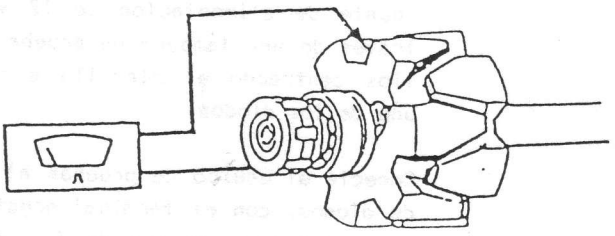

Fig. 10.47
2.- Compruebe el aislamiento del devanado del rotor, conectando un ohmetro entre uno de los anillos rozantes y un buen punto de masa del rotor. (Fig. 10.47)